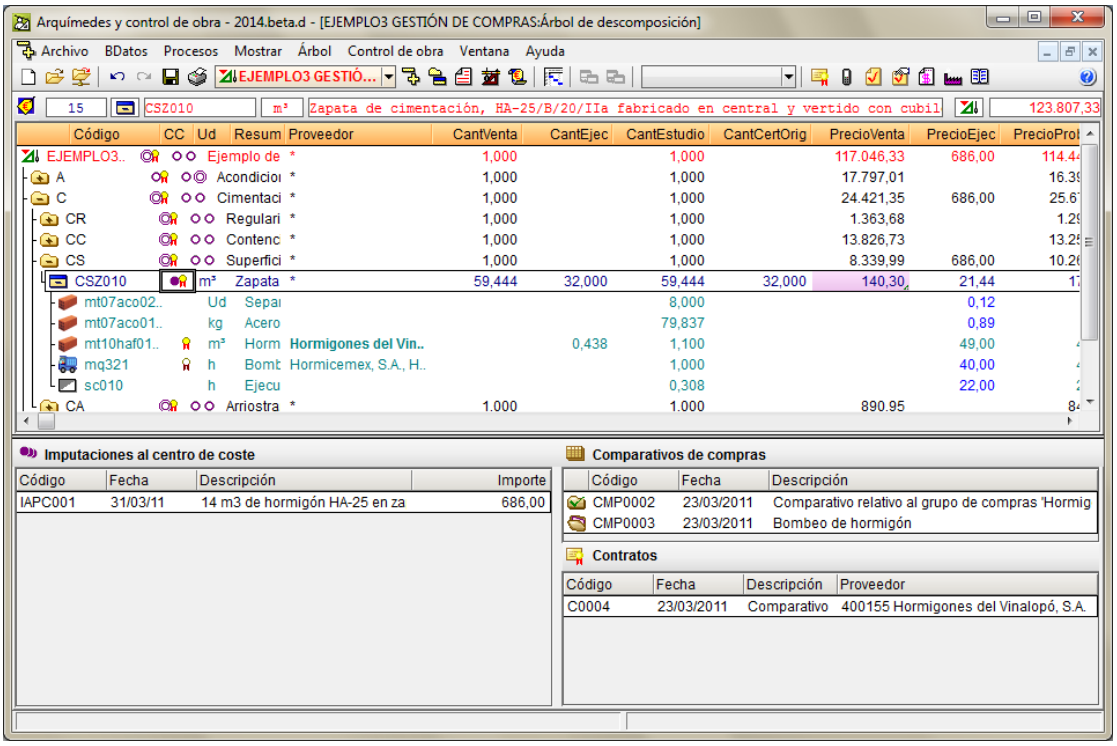

Fig. 3.132
La definición de imputaciones debe realizarse situándose previamente sobre un centro de coste (partidas o capítulos) haciendo doble clic con el ratón sobre el icono que representa al centro de coste (circunferencia de color morado antes de tener imputaciones y círculo lleno de color morado cuando ya las tiene) o pulsando la opción del menú **Control de obra > Edición de documentos > Imputaciones**. Cada circunferencia de color morado representa un tipo de repercusión A, B o C. Cuando el foco se sitúa sobre una de estas circunferencias ésta cambia a una doble circunferencia morada , es decir, pasa de simple circunferencia a doble circunferencia , indicando que estamos sobre uno de los tres tipos de repercusión que se pueden hacer al centro de coste tipo capítulo. Si el foco se sitúa sobre el centro de coste de una partida, solamente se podrá realizar una imputación directa al centro de coste sin repercusión, es decir, todo el consumo recae sobre la partida sin reparto alguno. Al seleccionar cualquiera de estos tipos de imputaciones, aparece el botón **Edición de imputaciones del centro de coste** en la parte inferior de la ventana **Árbol de descomposición** que permite editar y crear imputaciones al centro de coste Fig. 3.132.
El importe de ejecución del centro de coste es la suma de todos los importes de las imputaciones asignadas al centro de coste directa o indirectamente (un capítulo puede tener imputaciones asignadas directamente e imputaciones asignadas a partidas que forman parte de su descomposición). Y dividiendo por la cantidad de ejecución se obtiene el precio de ejecución. Al situar el cursor en el campo **Centro de coste** de la ventana **Árbol de descomposición (CC)**, aparece en la vista inferior las imputaciones asignadas, si las hay, al centro de coste actual Fig. 3.132.